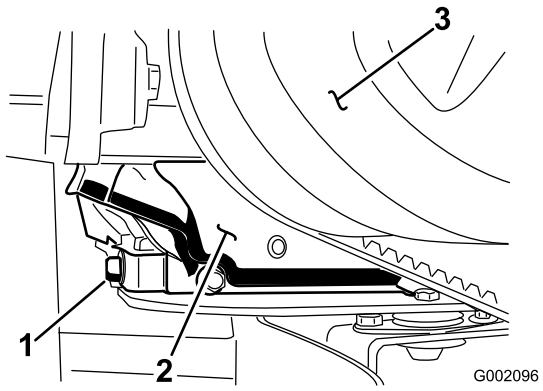

Figur 38
5. Sätt ett kärl som rymmer 1,5 liter eller mer under avtappningspluggen (Figur 38).
6. Ta bort avtappningspluggen (Figur 38).